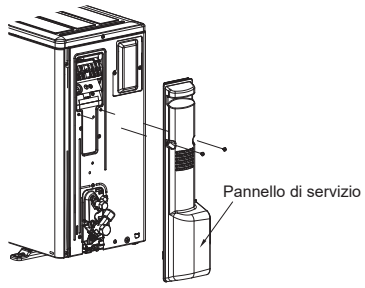

Fig. 4-3
4.3. Tubazione del refrigerante (Fig. 4-3)